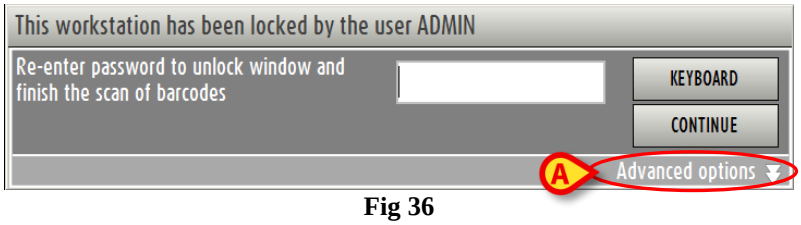

Fig 36
- click the option “Advanced options” on the window that requests password (Fig 36).